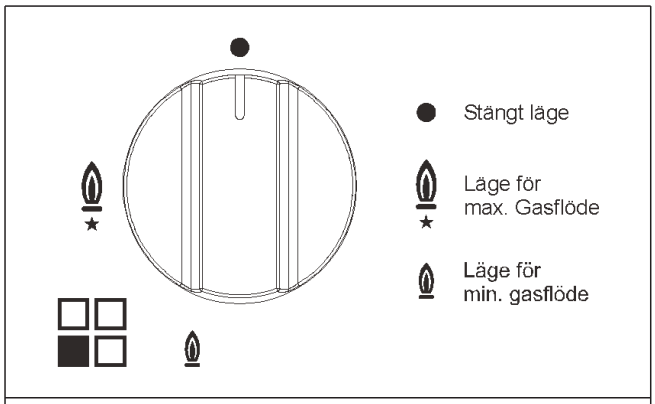

FIG. 1
Tryck ned och vrid vredet moturs för önskad brännare till läget max. (stor låga fig. 1) och för en tänd tändsticka intill brännaren.
Tryck ned och vrid vredet moturs för önskad brännare till läget max. (stor låga fig. 1). Tryck sedan ned och släpp upp tändningsknappen “E”.
Tryck ned och vrid vredet moturs för önskad brännare till läget max. (stor låga fig. 1). Tryck sedan ned vredet till botten.
Gör på följande sätt för brännare försedda med säkerhetsvärmeelement: Tryck ned och vrid vredet moturs för önskad brännare till läget max. (stor låga fig. 1) där du känner ett stopp. Tryck sedan ned vredet och upprepa föregående moment.
- När kokpunkten nås, vrid vredet till minimiläget (liten låga fig. 1).
- ***brännare med termoelement ska endast tändas när vredet är i maximiläget (stor låga fig. 1).***